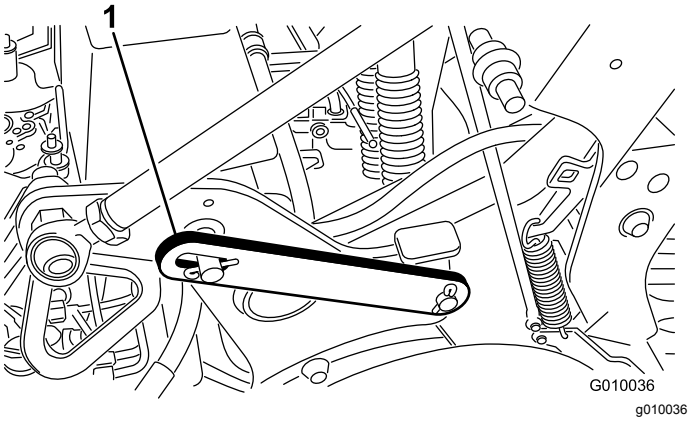

**Figur 21**
3. Ta bort klämringen som fäster servicespärren i förvaringsläget (Figur 21).